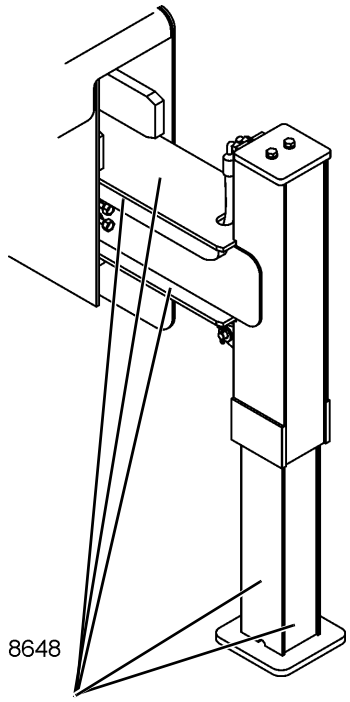

FIGURA 5-21
3. Aplique grasa Mobil EP o una equivalente en las zonas ilustradas en la Figura 5-21. No lubrique en exceso. Extienda, retraiga. levante y baje varias veces los estabilizadores para esparcir la grasa.